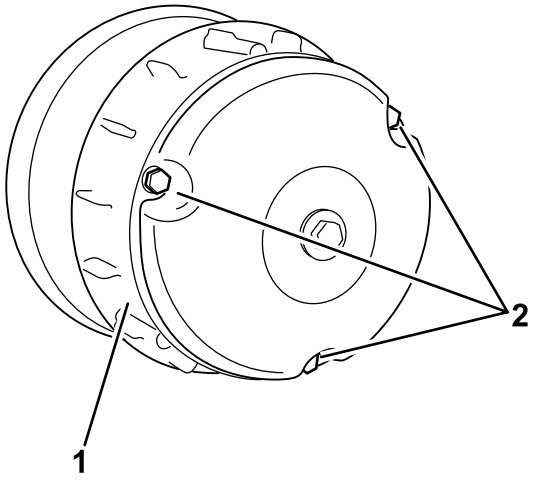

Figur 50
2. Afmonter de 3 bolte, der fastgør dækslet til koblingen, og afmonter dækslet (Figur 50).
4. Monter koblingens dæksel, og fastgør det med de 3 bolte (Figur 50), du fjernede i 2.